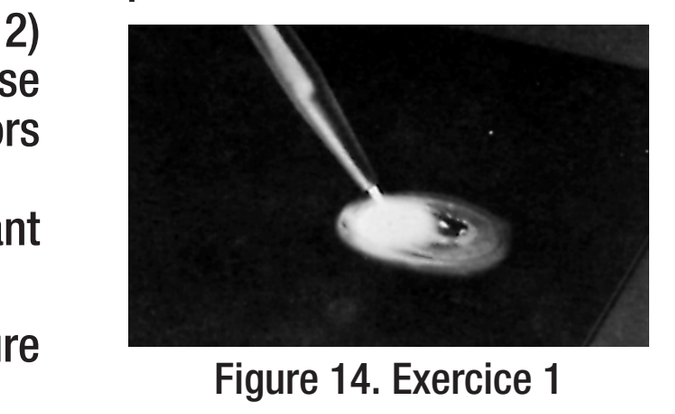

Figure 14. Exercice 1
2. Dirigez la flamme directement sur l'acier (fig. 14) (il est préférable d'utiliser une pièce d'une épaisseur de 1/8 de pouce) en maintenant le cône de la flamme juste au dessus de la surface du métal.